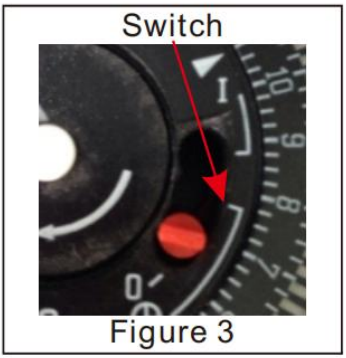

Figure 3
3. Naciśnij przełącznik i ustaw go w pozycji „ ” (patrz rysunek 3).